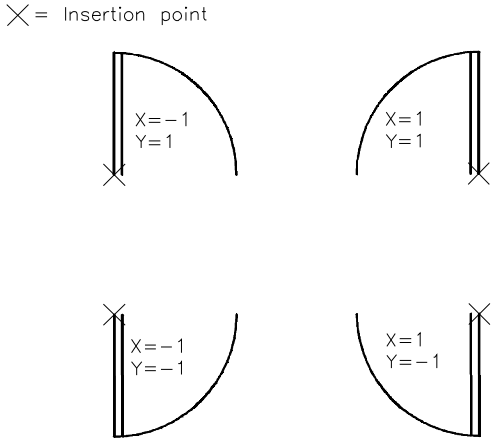

Figure 14-9 *Block inserted using negative scale factors*
By specifying negative scale factors, you can insert a mirror image of a block along the particular axis. A negative scale factor for both the X and Y axes is the same as rotating the block reference through 180-degree, since it mirrors the block reference in the opposite quadrant of the coordinate system. In Figure 14-9, the effect of negative scale factor on block (DOOR) can be marked by a change in position of insertion point marked with an (X).